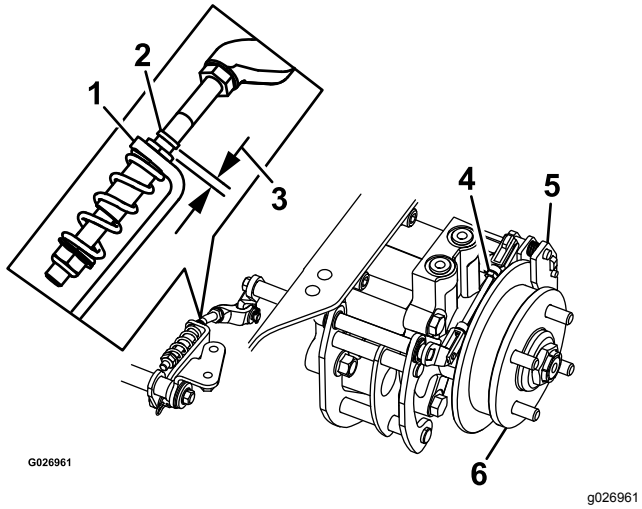

Figur 70
8. Kontroller, at der er et synligt mellemrum mellem L-bøjlen og forbindelsesstoppet (Figur 70).